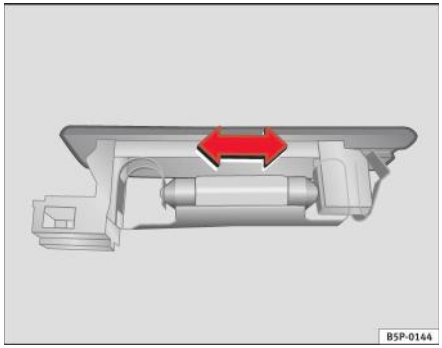

Fig. 149 Lampa din portbagaj
– Apăsați becul în lateral şi scoateți-l din carcasă ⇒ fig. 149. ■